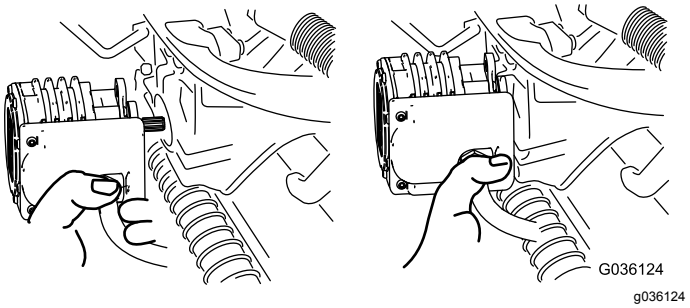

Figur 49
4. Flytta motorn till förvaringsutrymmet framför upphängningsarmen (Figur 49).